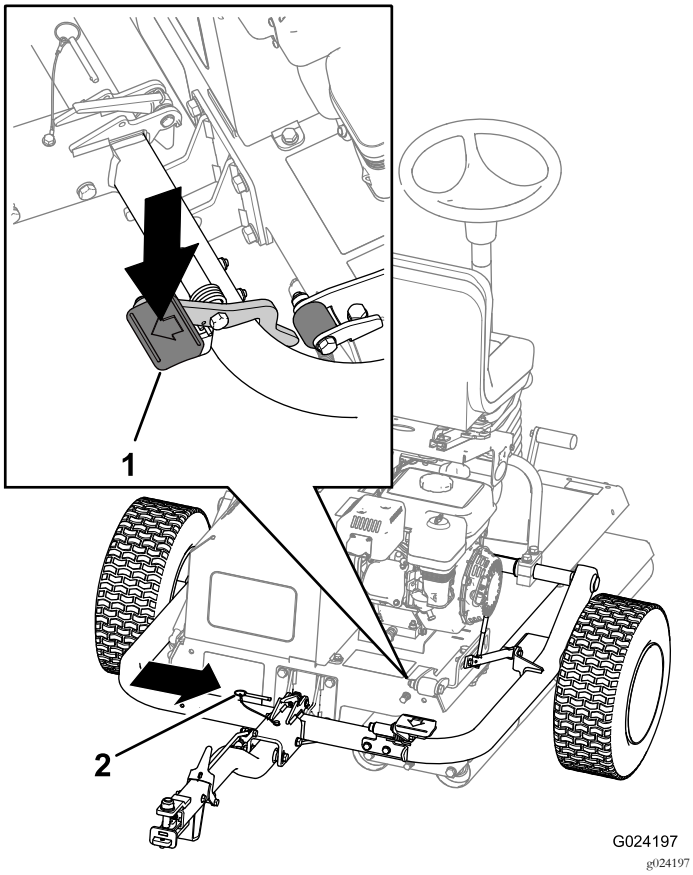

Figur 8
6. Trampa på dragkrokens pedal tills dragkroken låses på plats (Figur 8).
7. Sätt i låspinnen (Figur 8).